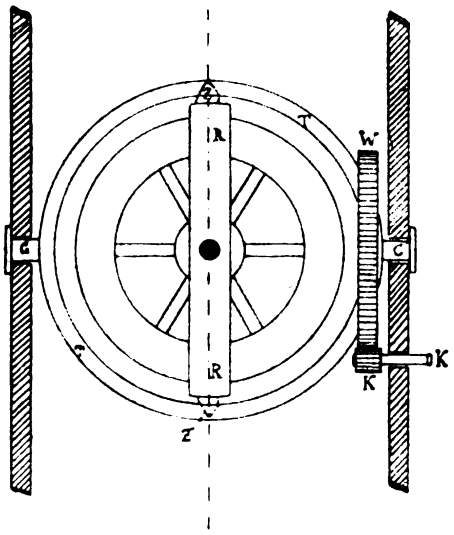

Abb. 3.
Eine solche Steuerung gestattet nun ein Drehen des Schiffes ohne jede Fahrt. Nach denselben Grundsätzen aber, nach denen ich mit ihrer Hilfe das Schiff nach links oder rechts drehen kann, kann ich ein geeignetes Fahrzeug auch nach oben oder unten um seine Querachse herum drehen, wenn ich dem Kreisel nur die entsprechende Lage gebe. Das ist zum Beispiel von ziemlicher Bedeutung für das Unterseeboot, dessen normale Höhensteuerung auch nur funktioniert, wenn es sich in Fahrt befindet. In diesem wird ein Kreisel angebracht, der um eine lotrechte Achse drehbar ist, wie ihn Abb. 3 in lotrechter Aufsicht zeigt. Der Kreisel ruht wieder in einem Ringe (R) und dieser ist mit zwei Zapfen (ZZ) in einen größeren Ring gelagert, der wieder mit zwei Zapfen (CC) so im Schiff befestigt ist, daß er um eine quer zum Schiff verlaufende ideale Achse drehbar ist, so daß also die Kreiselachse samt den beiden Ringen in der Längsschnittebene des Schiffes geneigt werden kann. Am äußeren Ring ist konzentrisch mit der Achse der äußern Zapfen ein Zahnkranz W angebracht, in den ein Zahnrad K eingreift, das von einer Steuermaschine aus in Umdrehungen versetzt werden kann.